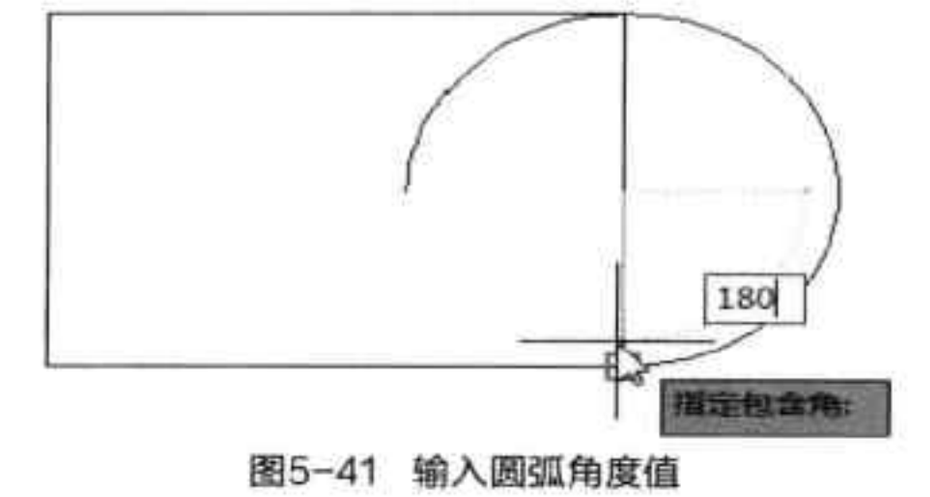

图5-41 输入圆弧角度值
Step 01 执行“绘图 > 圆弧 > 圆心、起点、角度”命令，根据命令行提示，捕捉长方形右侧边线的中点和端点，并输入圆弧角度值，如图 5-41 所示。